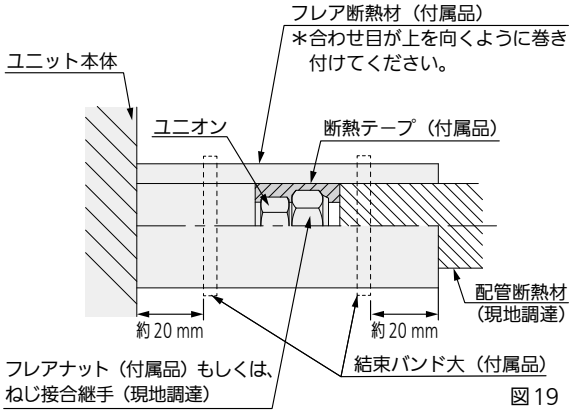

図 19
- 図19に従って液管・ガス管とも、断熱してください。フレアナット部もしくは、ねじ接合継手部に断熱テープ（付属品）を巻き付けてください。配管接続部にはフレア断熱材（付属品）を隙間がないように巻き付け、結束バンド大（付属品）で締め付けてください。結束バンドの余分な部分は切断してください。